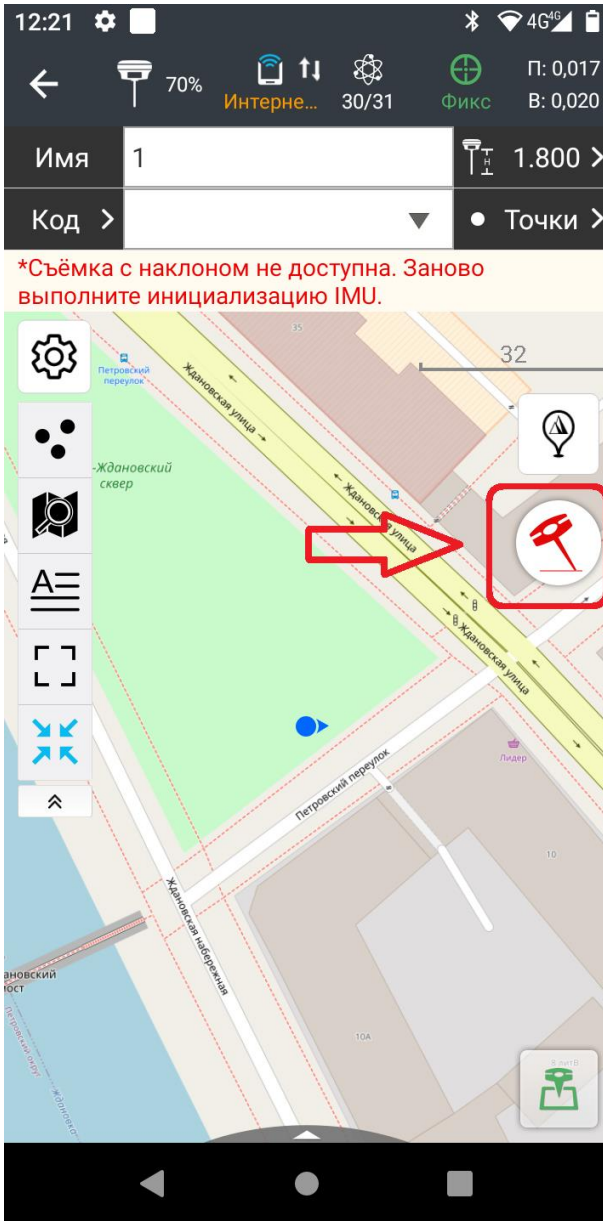
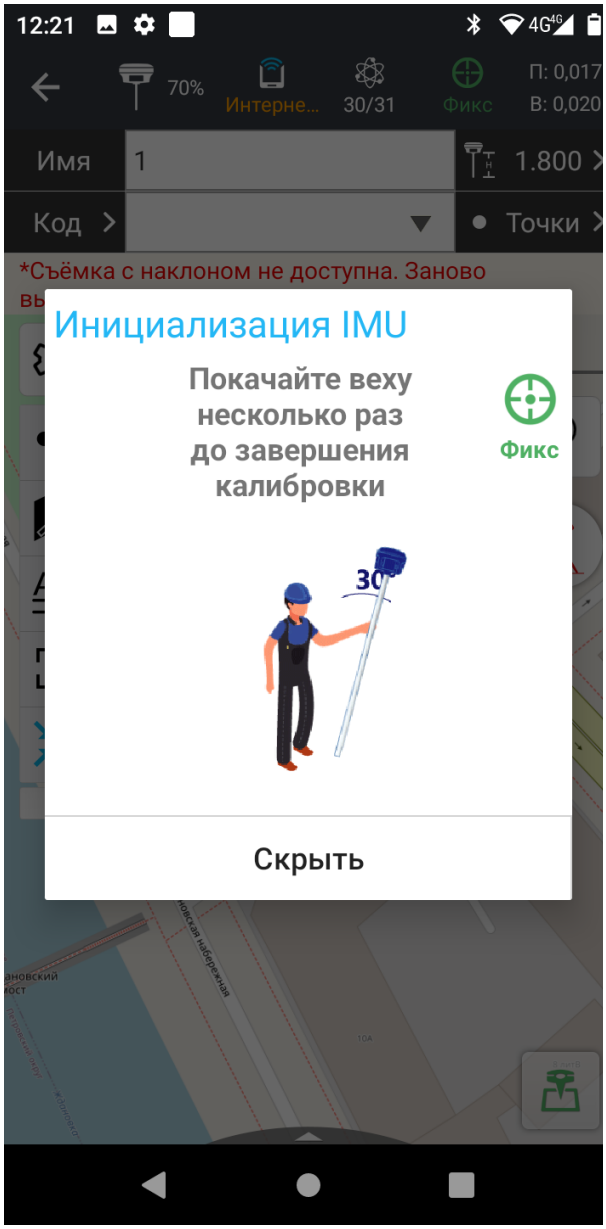

Рис. 2.67
Рис. 2.68
3. Запускаем режим съемки **с наклоном** (Рис. 2.67) и инициализируем инерциальную систему **IMU.** (Рис. 2.68,2.69)